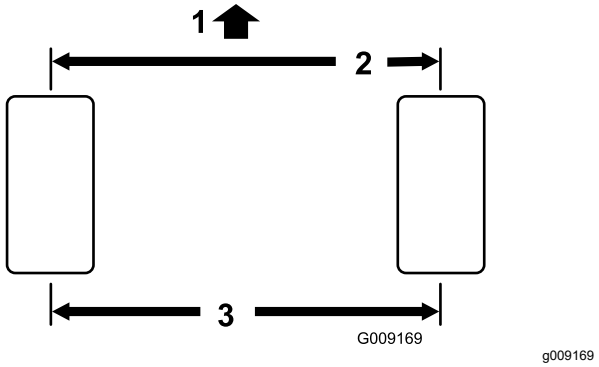

Figuur 114
2. Meet de afstand hart-op-hart van het toespoor (ter hoogte van de assen) aan de voorzijde en de achterzijde van de stuurwielen (Figuur 114).